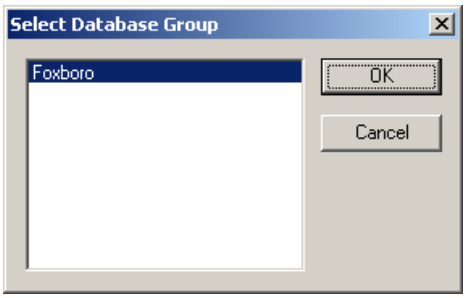

Figure L12.5 - Selecting the Database Group
13. Select the "Foxborough" database group that we have created previously, as depicted in Figure L12.5. Click on "OK" to make the selection and close the dialog.